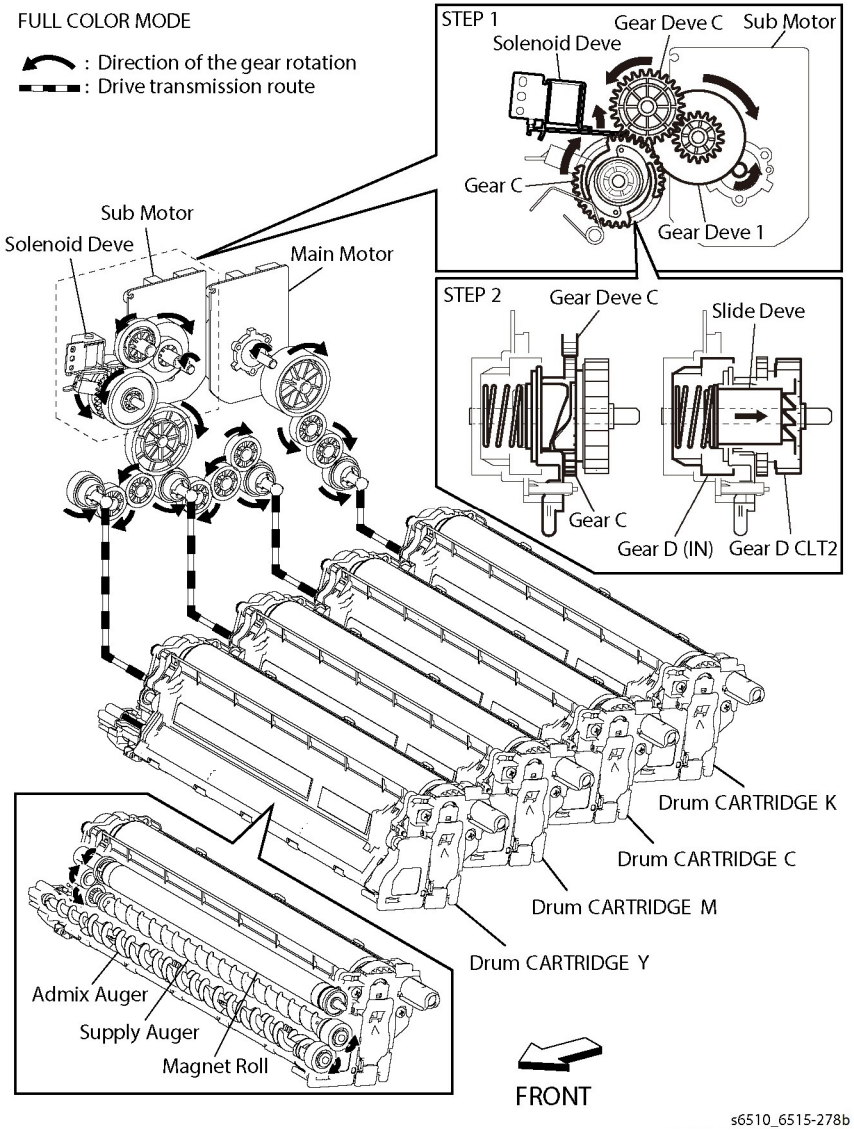
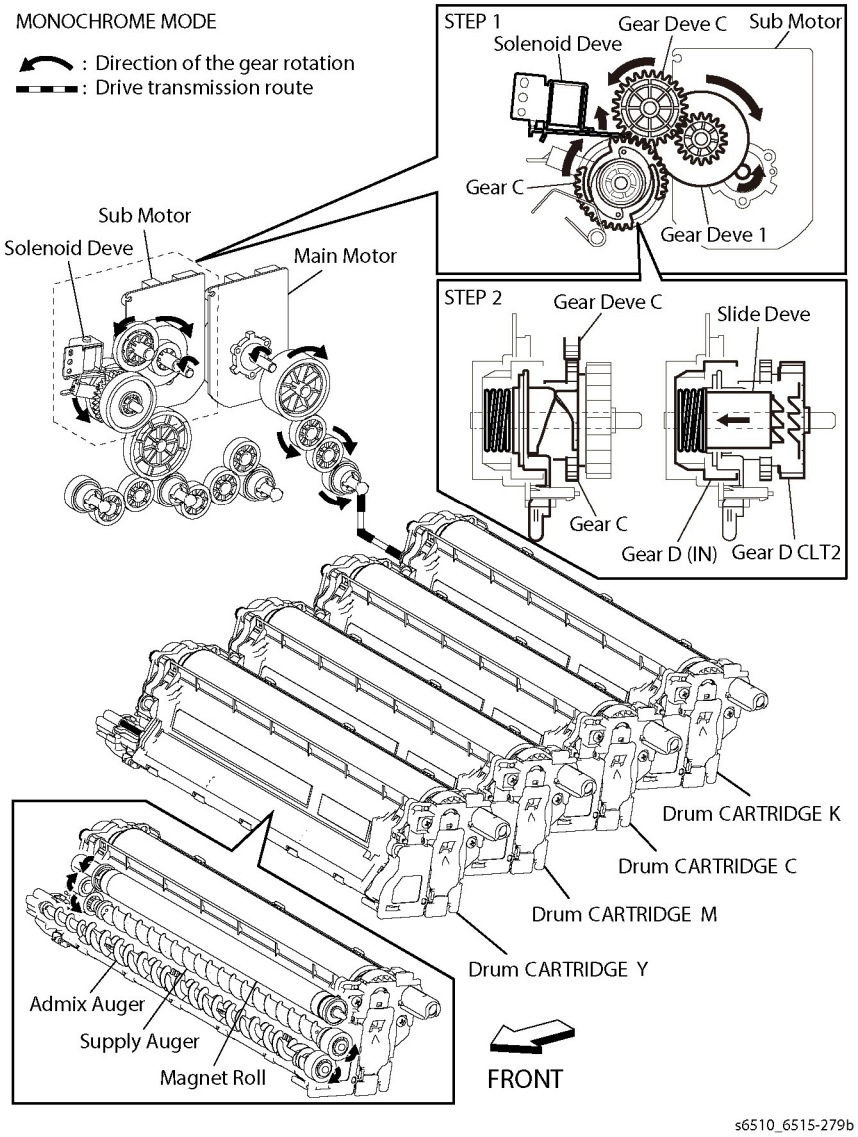

Figure 4 Development Feed Color Mode
Figure 5 Development Feed Monochrome Mode
Figure 4 and Figure 5 show the drive transmission of the development components for full color mode and for monochrome mode. The Main Motor drives the rolls and gears of the development components (K). The Sub Motor drives the rolls and gears of the development components (Y/M/C)